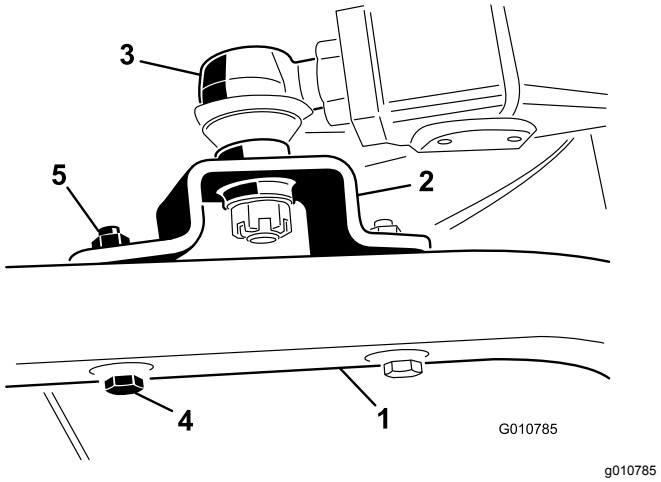

Figur 7
4. Fest kuleleddsbeslagene til hver styrearm med to hodeskruer (7/16 x 3 tommer) og flensmuttere (7/16 tommer) (Figur 7).
5. Stram den store låsemutteren som fester kuleleddet til løftearmen (Figur 7).